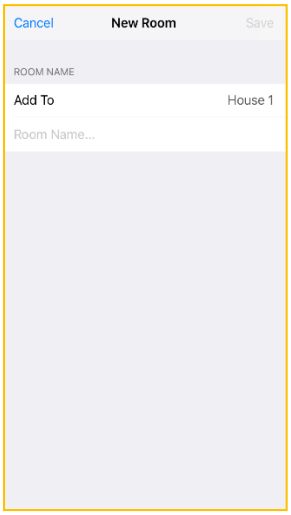

Figure 22
10.6.3. Fill in the required fields *(Fig. 22)*.